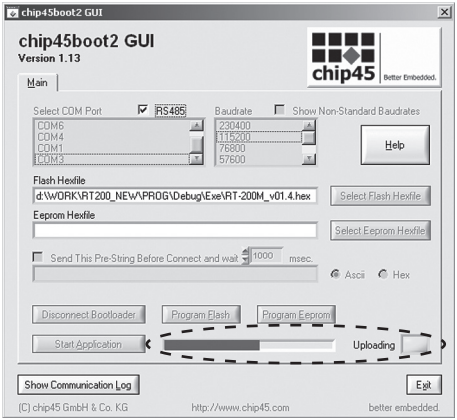

Рис. 27.
10. Контролировать на предмет «Зависания» процесса загрузки пользовательской программы, **«Uploading»** + **«желтый индикатор»**, Рис. 27;